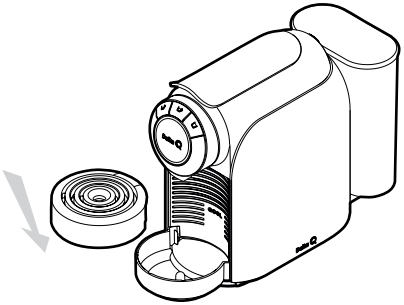

Fig. 12: Lower the cup tray.
- If the cup is higher than the distance between the tray and the extraction nozzle, lower the cup tray (see **Fig. 12**).